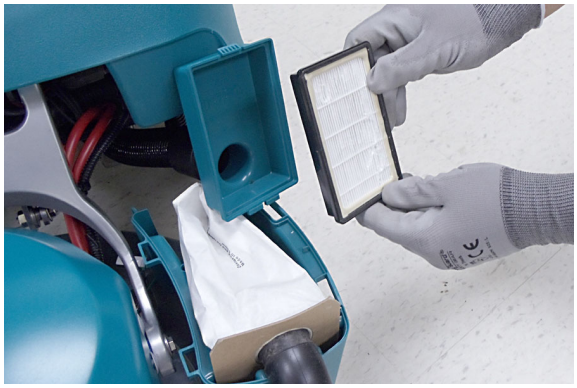

FIG. 14
5. The HEPA filter requires to be replaced every 200 hours of use (Figure 14).